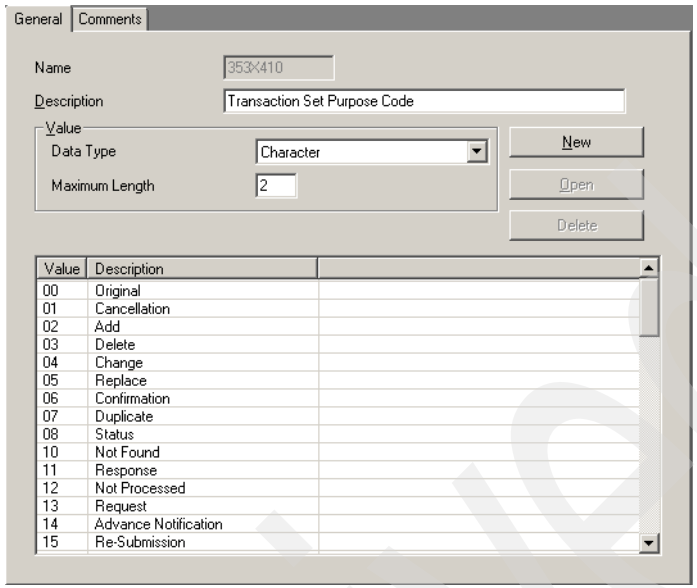

Figure 18-6 Code list editor for 353X410
7. Double-click the entry for **353X410** to display the Code List Editor. A table is displayed with a list of valid values for data elements controlled by this code list. This table is shown in Figure 18-6 on page 594.
8. Using the table displayed in Figure 18-6 we can determine a valid value to use in our mapping command for element 353 position 1 of the BEG segment. Because this is an original order, we will use code 00 as defined in the code list.